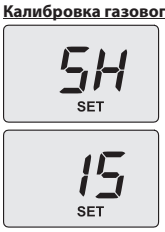

Рисунок 7.6
- Используйте кнопки 1 или 2 (Рисунок 3.1), чтобы установить значение **15**, затем нажмите кнопку 3 для подтверждения. На дисплее появится код **S-H**, чередующийся с параметром абсолютной максимальной мощности и надпись "**SET**" (Рисунок 7.6).